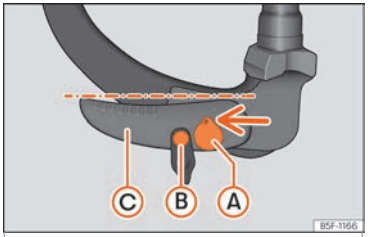

Fig. 173 Reserve position: position verification
- Key ››› Fig. 173 Ⓐ is in the released position (the key hole is facing upwards).
- The release bolt ››› Fig. 173 Ⓑ can be moved.
- Lever ››› Fig. 173 Ⓒ is in the lower position.